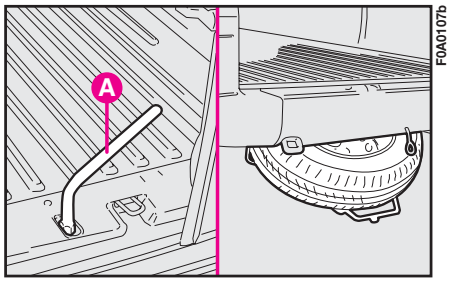
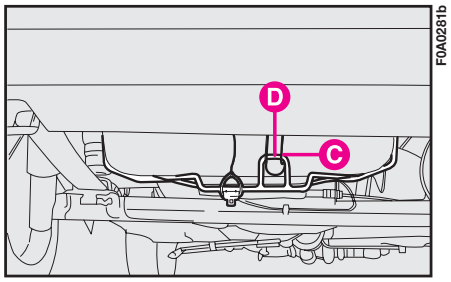
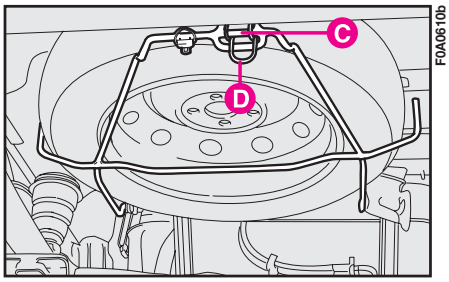

fig. 6
fig. 15
fig. 16
**6)** Loosen the bolt fastening the spare wheel with the wrench **A-fig. 6**.
**2)** Hook the top of support bracket **C-fig. 15** to the anchoring ring **D** and tighten the support locking bolt **fig. 6**.
– hook the lower side of the support bracket **C-fig. 16** to the anchoring spring **D** and tighten the support bolt **fig. 6**.